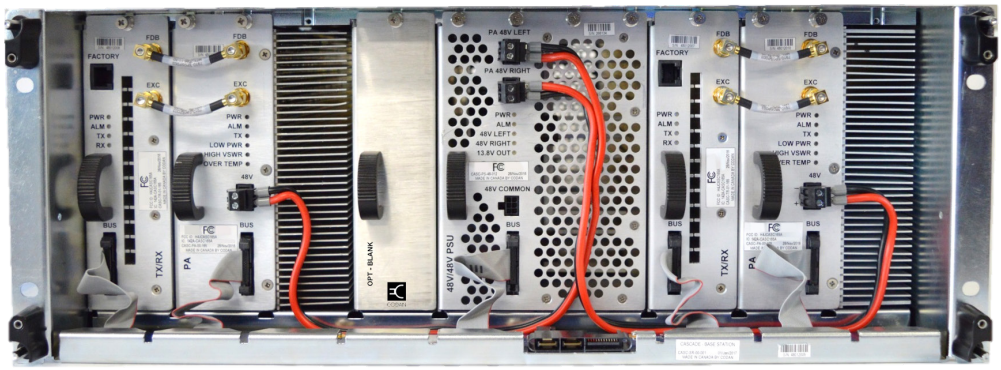

FIGURE 4: CASCADE Front Panel and Installed Modules
- A Subrack which houses all of the CASCADE Components (see Figure 4)